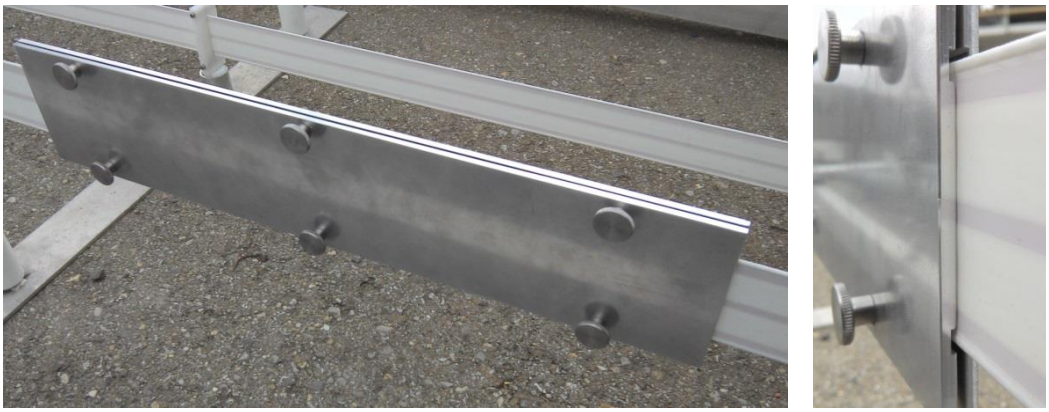

Figure 9 Reference plate
1. Mount the reference plate to the SPA-ribbon sensor as shown in Figure 9: loosen the knurled bolts and attach the plates to the ribbon.